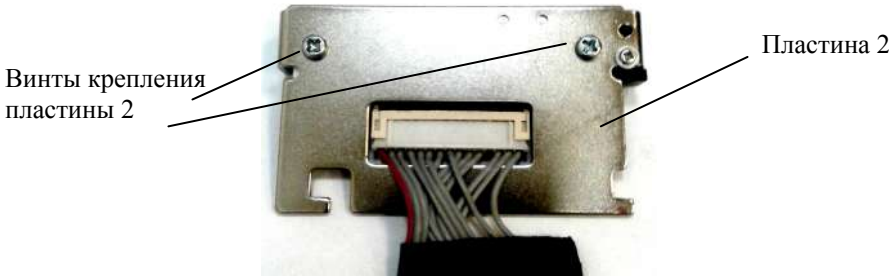

Рис. 7.22
7.6.4.2.4 . Отвинтить два винта крепления пластины 2 (Рис. 7.22).